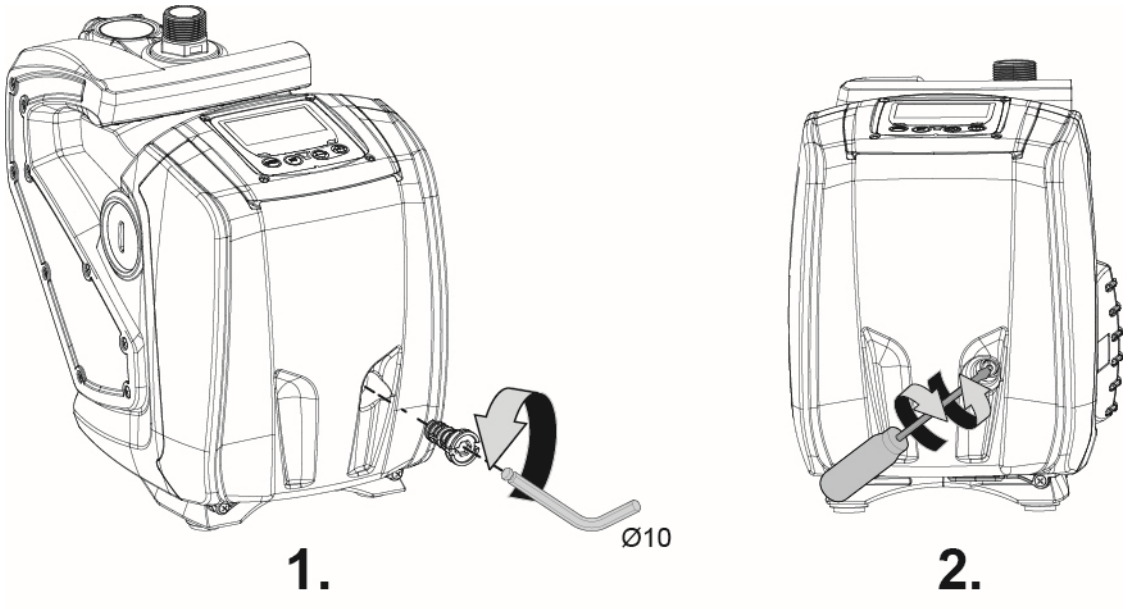

Rysunek 9
1. używając klucza szcześciokątnego na 10mm, usunąć korek dostępu do wału silnika (rys.9);
2. wprowadzić płaski śrubokręt do zespołu wału silnika i manewrować w dwóch kierunkach rotacji (rys. 9);